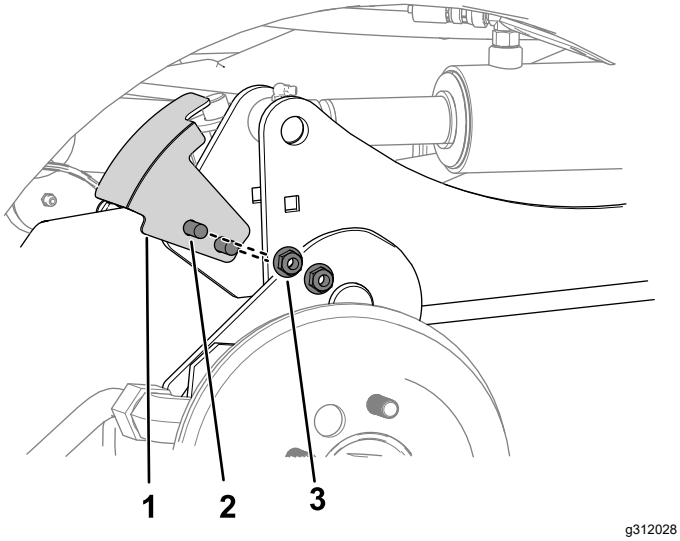

Figura 7
5. Utilice 2 pernos de cuello cuadrado y 2 tuercas (⅜") para sujetar el soporte del sensor al brazo de elevación derecho (Figura 7).